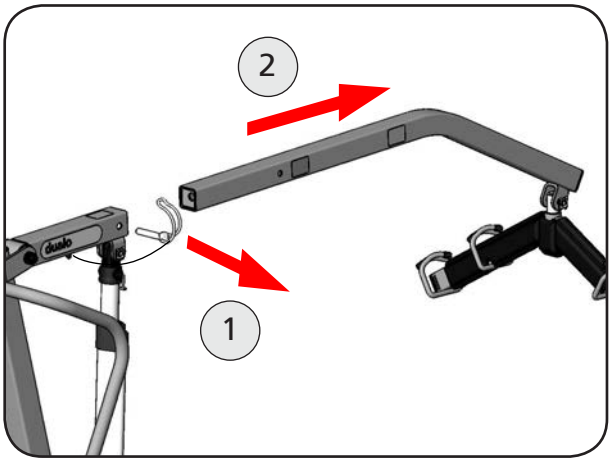

Abbildung 41
1. Entfernen Sie den Rohrklappstecker aus der Hebearmaufnahme (Abbildung 41).
2. Ziehen Sie den Hebearm standard aus der Hebearmaufnahme heraus und legen Sie ihn beiseite (Abbildung 41).